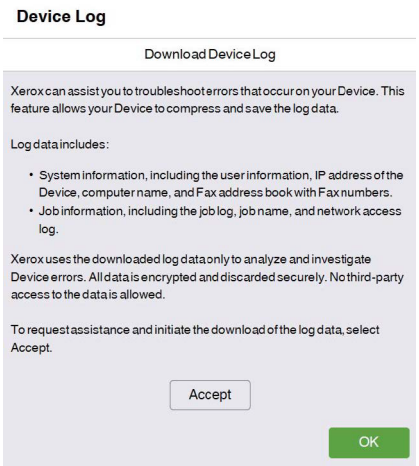

Figure 4
- The following window appears. (Figure 4)